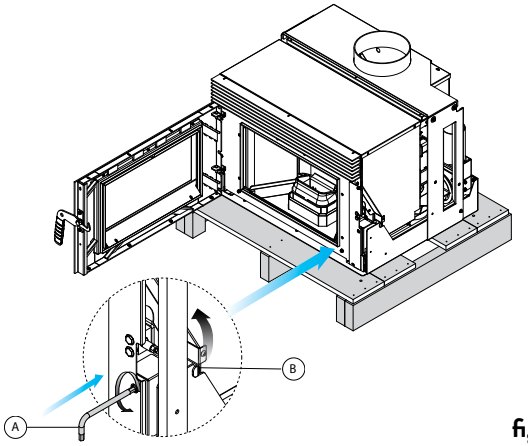
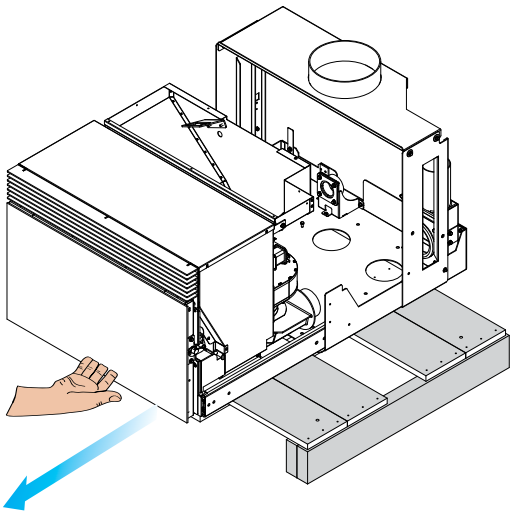

fig. 6.1.2
fig. 6.1.3
4) Insérer la clé Allen (A) dans le logement de déblocage de l'arrêt ; tourner le levier de fermeture dans le sens antihoraire, sur (B) (Fig. 6.1.2), fermer la porte et tirer la machine vers l'extérieur jusqu'à la fin de course des rails (Fig. 6.1.3).